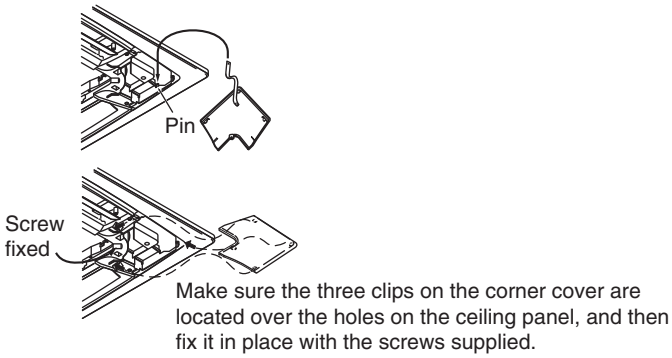

Fig. 3-4
(5) Hang the string on the corner cover onto the pin on the ceiling panel as shown in the diagram. Then slide the corner cover onto the ceiling panel until the three clips are correctly located, and then fix it in place with the screws. (Fig. 3-4)